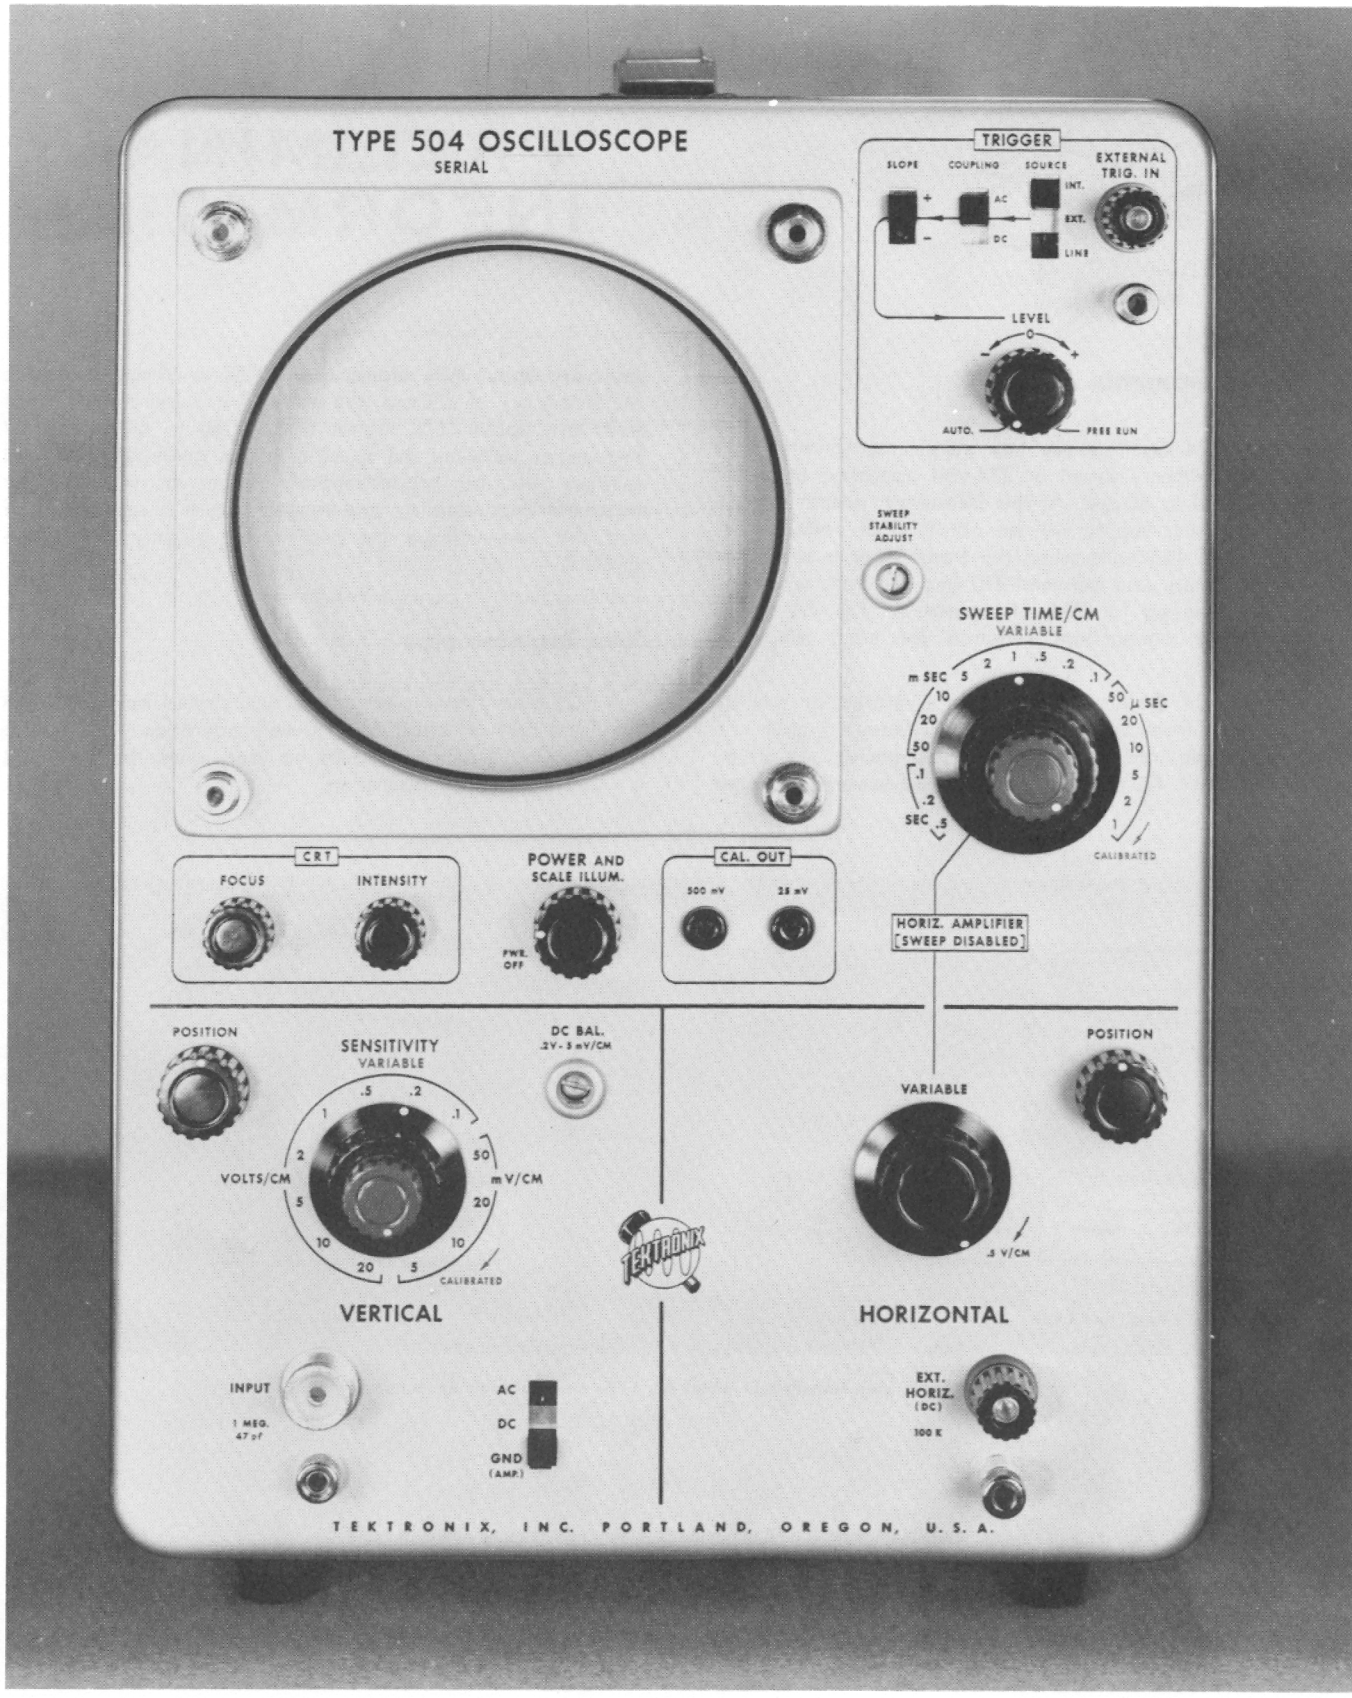

Fig. 3-1. Type 504 Oscilloscope front panel.
The illustrations on pages 2 and 3 replace, as indicated, Figs. 3-1, 6-1, 6-2 and 6-3 in the Type 504 Instruction Manual.
The front panel of the Type 504 Oscilloscope is shown in Fig. 3-1. Functions of all front-panel controls and connectors are described in Table 3-1.
2. Set all front panel controls to the positions shown in Fig. 3-1. Make sure that both red VARIABLE controls are set to the CALIBRATED position (fully clockwise until they snap into position).